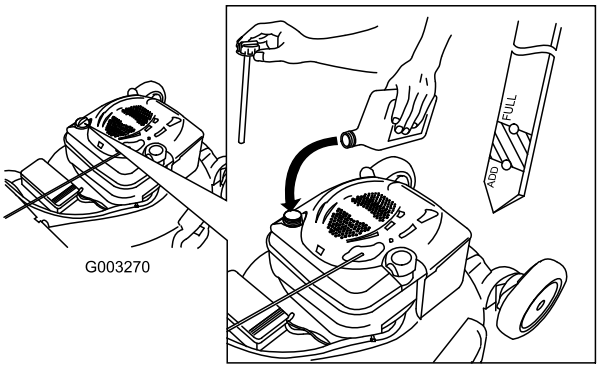

**Figuur 10**
2. Verwijder de peilstok (Figuur 10).
5. Haal de peilstok eruit en lees het oliepeil af; zie Figuur 10.